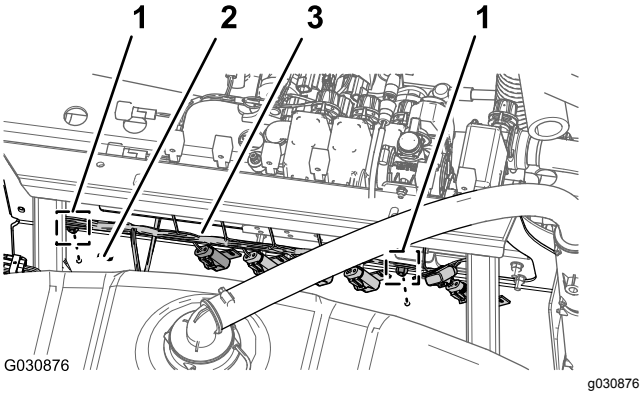

Figur 56
3. Ta bort granförankringen som håller fast det bakre kablaget mot hålen på grenrörsfästets framsida (Figur 56).